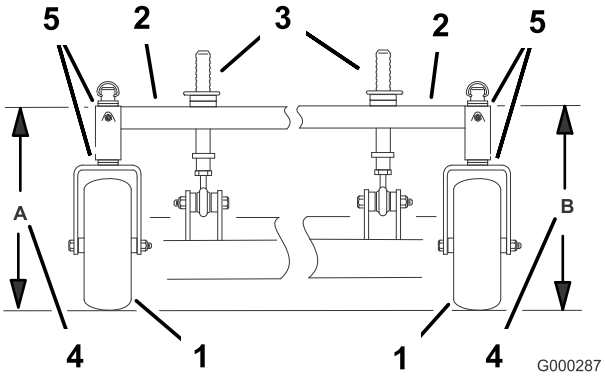

Figur 55
4. Mät bärramens höjd vid punkt **A** (Figur 55).
5. Mät bärramens höjd vid punkt **B** (Figur 55).